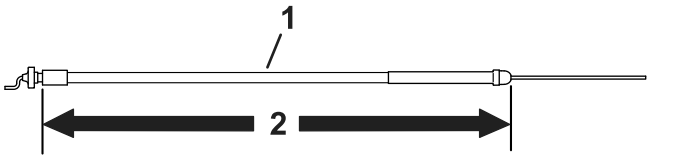

Bild 6
- Verwenden Sie den Gaszug mit einer Länge von 172,2 cm für Zugmaschinen der Modellreihe 04056; siehe Bild 6.